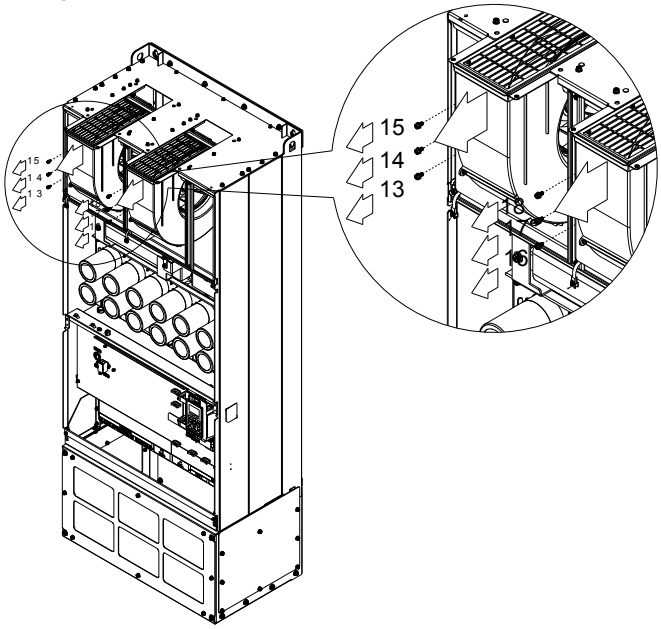

Figure 4
4. Loosen the screw and remove the fan. Make sure fan power is properly disconnected before removal. Screw torque: 24~26kg-cm [20.8~22.6lb-in][2.35~2.55 Nm]. (figure 4)